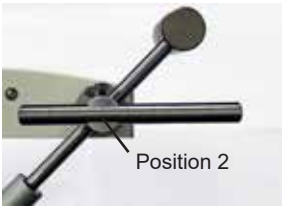

Abbildung CA-11 Auf 2 gestellt
9. Stellen Sie die Kalibrierstange auf Position 2, sodass der längere Abschnitt der Stange zum Patienten zeigt. Siehe Abbildung CA-11.